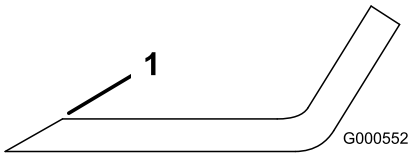
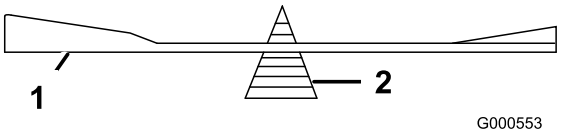

Figur 41
Figur 42
1. Slipa eggarna i båda ändar av kniven med en fil (Figur 41). Behåll ursprungsvinkeln. Kniven behåller balanseringen om samma mängd material avlägsnas från båda eggarna.
2. Kontrollera knivens balans med en knivbalanserare (Figur 42). Om kniven stannar kvar i ett horisontellt läge är den i balans och kan användas. Om kniven inte är balanserad kan du fila bort lite metall från knivens segeldel (Figur 41). Upprepa proceduren tills kniven är balanserad.